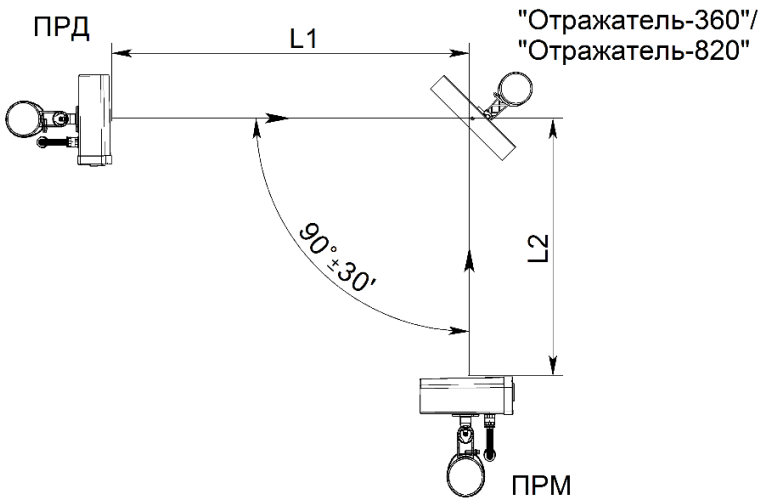

Рисунок 2.13 – Установка извещателей с применением отражателя «Отражатель-360» («Отражатель-820»)
2.3.9.2 При работе извещателей с «Отражателем-360» (см. рисунок 2.13) суммарная длина зоны обнаружения L1+L2 (где L1 – расстояние между блоком ПРД и отражателем, L2 – расстояние между отражателем и блоком ПРМ) не должна превышать: